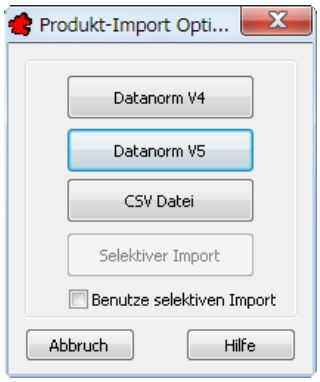

Bild 36.21 – Die Dialogbox *Produkte importieren*
- Klicken Sie auf *Produkte importieren*. Die Dialogbox *Import-Optionen* erscheint (Abb. 36.21).
- Wählen Sie in der Dialogbox *Produkt Import-Optionen* die Schaltfläche *CSV Datei* (vgl. Abb. 36.21).